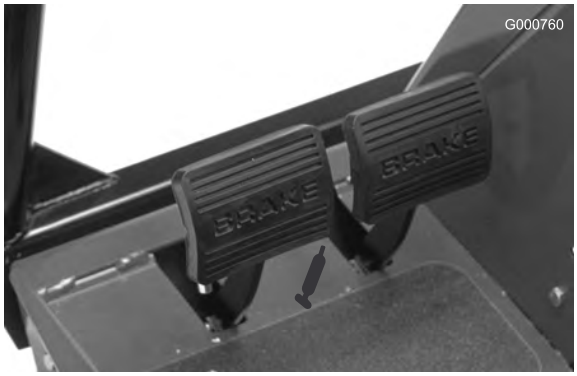

Figura 51
- Veio do pedal de travão (1) (Figura 51)